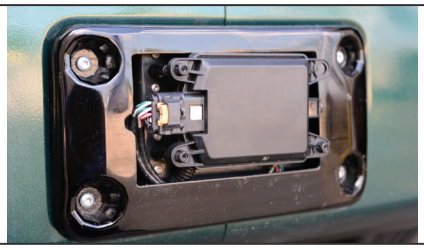

Figure K1 – Component: Radar Sensor
1. A Bendix™ FLR-20™ radar is located at the front of the vehicle – either on the bumper or just behind it on a cross-member. *See Figure K1*.